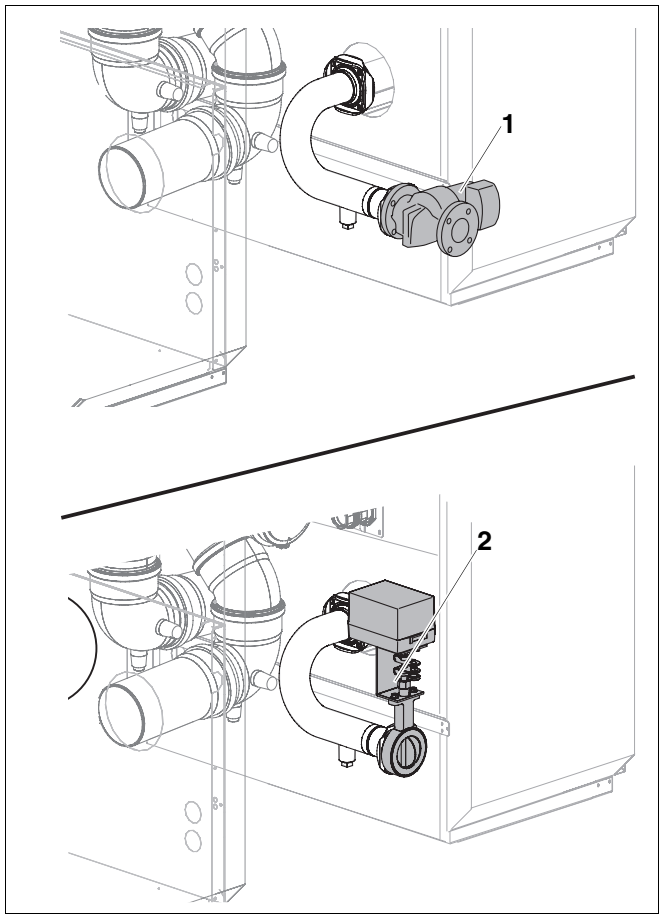

Fig. 10 Raccorder la pompe ou la vanne d'isolement motorisée
Les pompes (du circuit de chauffage) (fig. 10, **pos. 1**) ou les vannes d'isolement motorisées (fig. 10, **pos. 2**) ne font pas partie du contenu de livraison et doivent être commandées séparément.